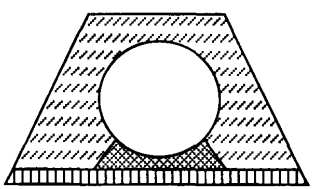

Рис.1
1. Усиление основания с использованием объемных георешеток для создания мембраны, обеспечивающей равномерное распределение нагрузки от насыпи (рис.1);